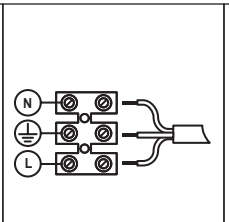

Рис. 3
5. Присоедините концы кабеля к позициям L, N, ⏚ (Рис. 3).